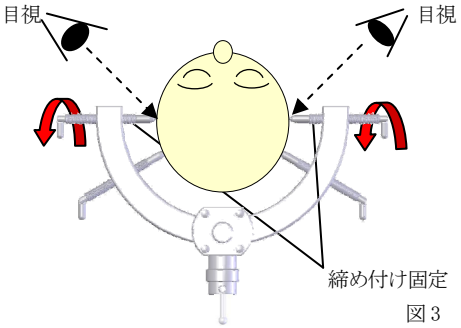

図 3
③ 最後に仮止めしていたスクリューピンを 1/4～1/2 程回転させ、更なる締め付けをして下さい。(図 3)スクリューピンによる過度の締め付けは、頭蓋骨の割れ・陥没・貫通、また、皮膚の裂傷等の恐れがあります。スクリューピンの締め付けは注意して行って下さい。